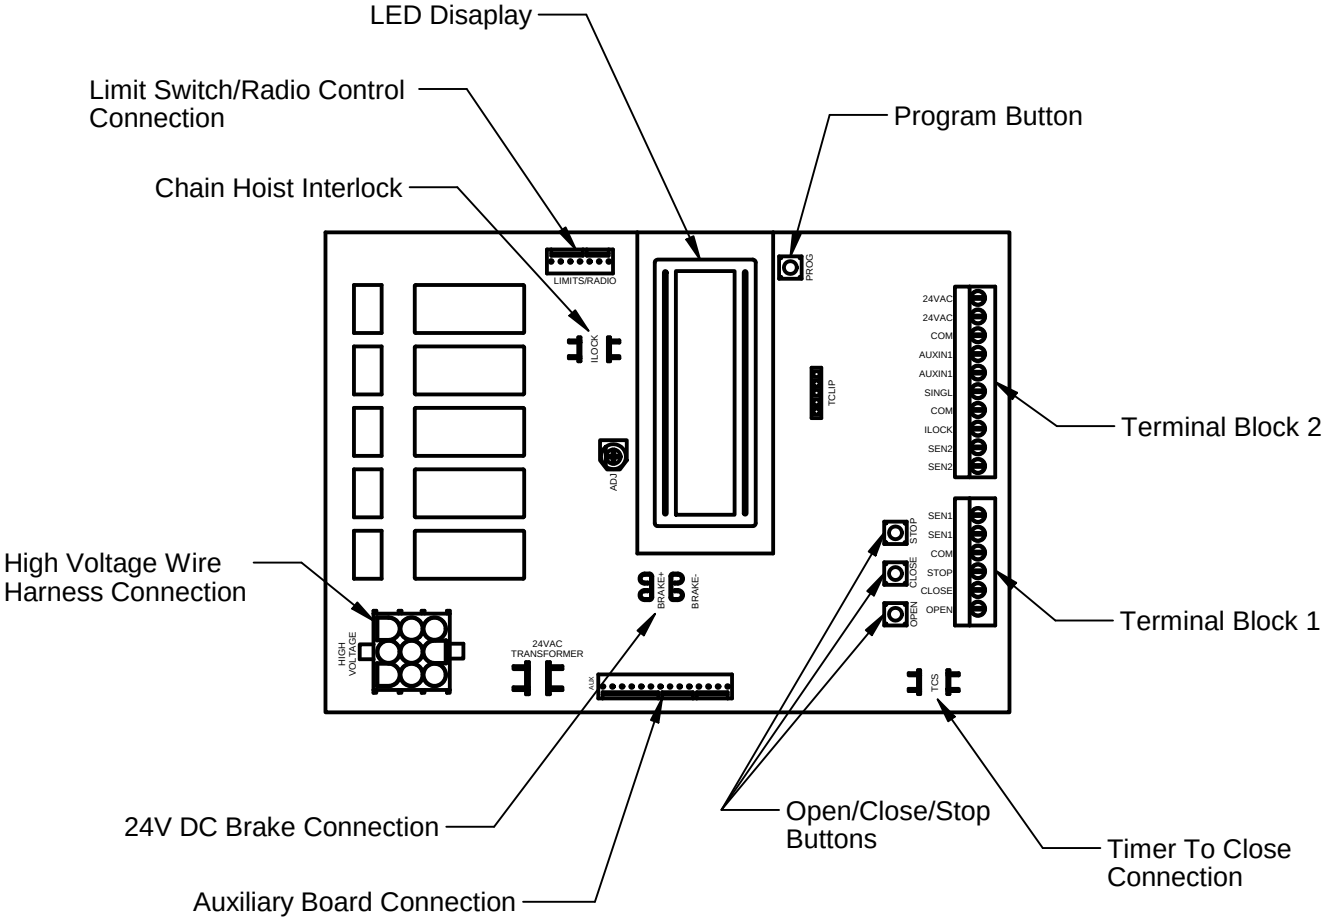

FIGURE 11
1. To start the program mode, locate the program and stop button on the logic board (see figures 11 & 12), press and hold both program and stop buttons for 5 seconds.